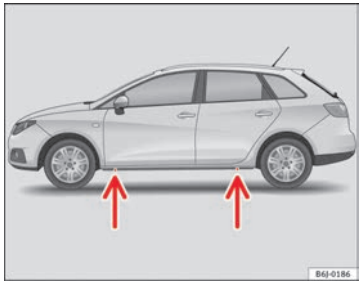

Fig. 143 Jack position points
– Locate the jacking point under the door sill closest to the wheel to be changed ⇒ fig. 143.
Recesses at the front and rear of the door sills mark the jacking points ⇒ fig. 143. There is only one jacking point for each wheel. Do not fit the jack anywhere else.